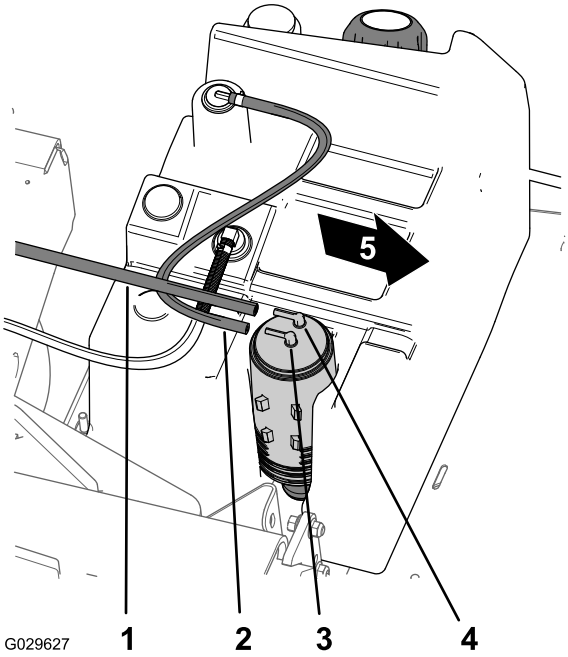

Rysunek 45
1. Odłącz przewód podciśnieniowy od złącza węglowego pochłaniacza oparów z oznaczeniem Purge (Oczyszczanie) (Rysunek 45).
2. Odłącz przewód do zbiornika paliwa od złącza węglowego pochłaniacza oparów z oznaczeniem Fuel Tank (Zbiornik paliwa) (Rysunek 45).
8. Podłącz przewód podciśnieniowy do złącza węglowego pochłaniacza oparów z oznaczeniem Purge (Oczyszczanie), natomiast przewód zbiornika paliwa podłącz do złącza z oznaczeniem Fuel Tank (Zbiornik paliwa) (Rysunek 45).